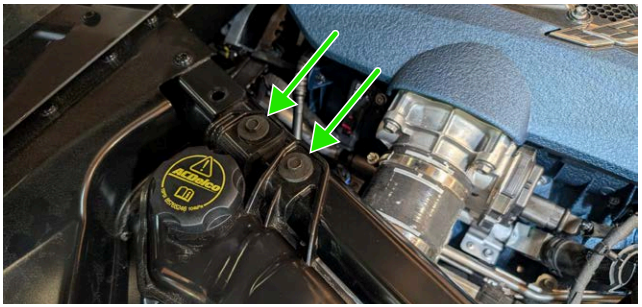

Figure 2 - Charge Cooler Tank Mounting Screws
3. Use a 10mm socket to remove the screws securing the charge cooler tank to the strut brace, shown in **Figure 2**.